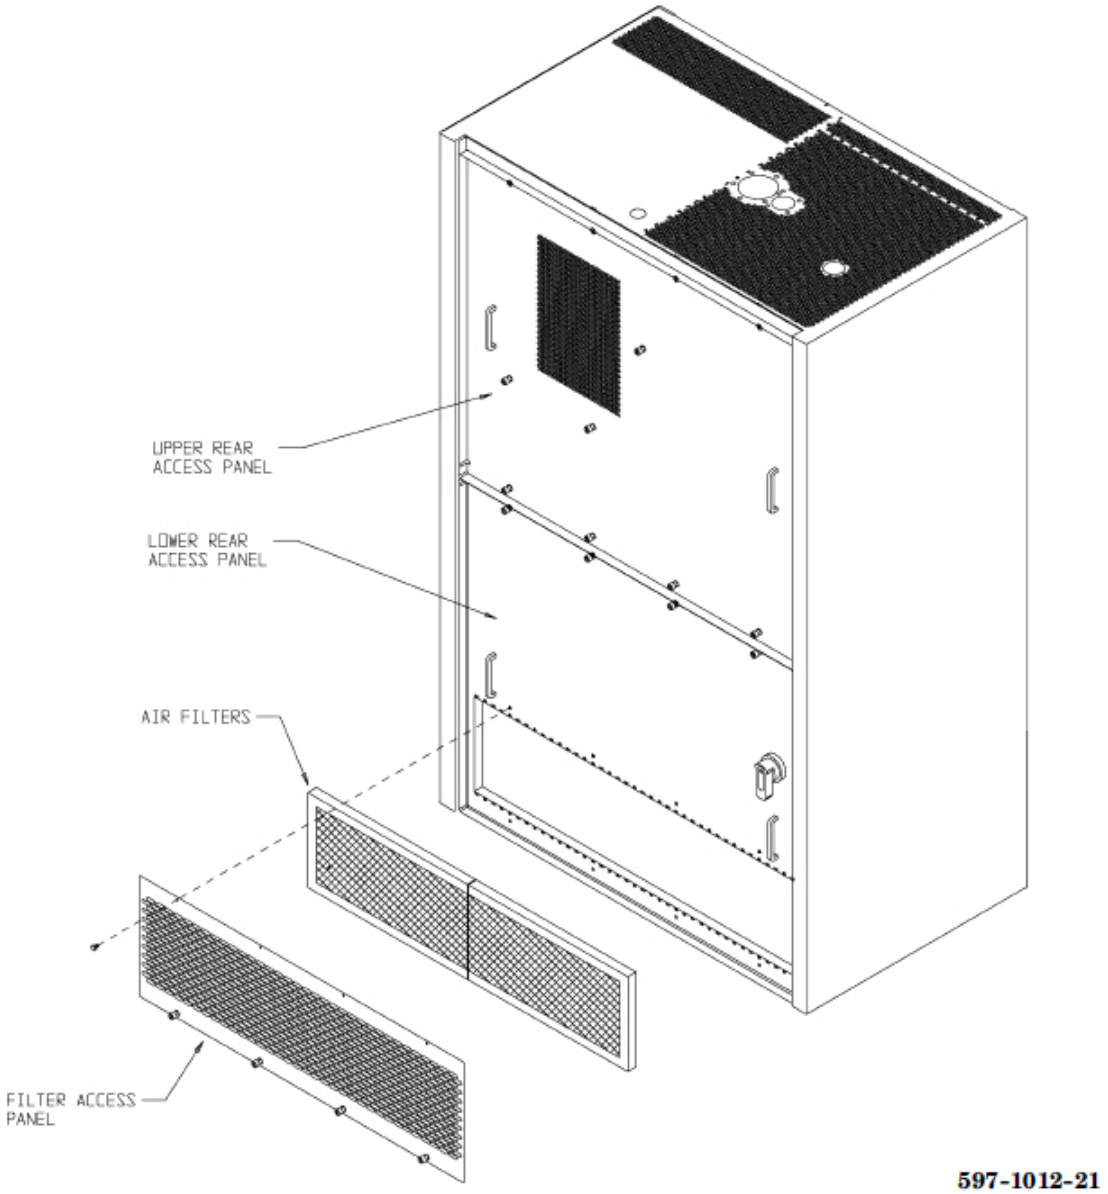

Figure 22. Air Filter Removal.
TRANSMITTER AIR FILTERS. The FM-l0S/FMi 703 transmitter is equipped with four screen-type air filters refer to Figure 22,). The air filters are located on the rear-doors. Ensure the filters are installed with the air flow indicator pointing towards the flushing fans. The filters can be checked and cleaned without interrupting transmitter operation.
1. Refer to Figure 22 and remove the transmitter rear filter access panel.
1. Refer to Figure 22 and remove the transmitter upper rear access panel.